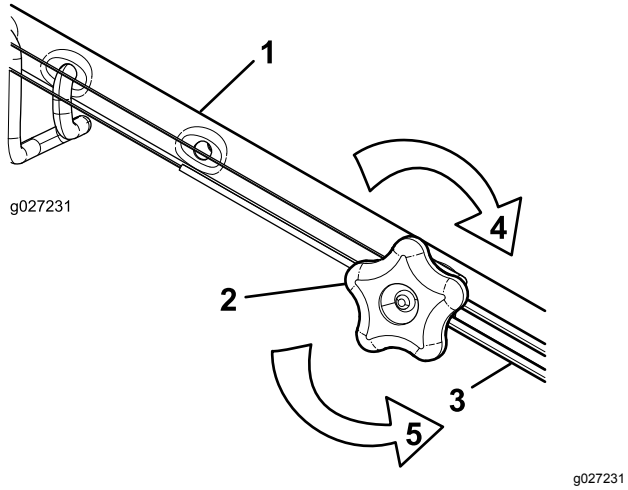

Figur 38
1. Vri justeringsknotten mot klokken for å løsne kabeljusteringen (Figur 38).
2. Juster strammingen på kabelen (Figur 38) ved å trekke den utover eller skyve den forover, og holde den stillingen.